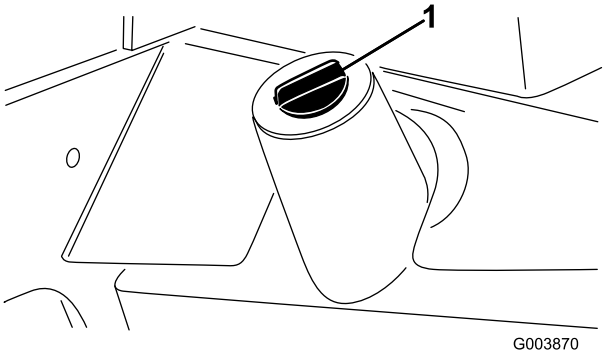

Figur 28
2. Rengør området omkring påfyldningshalsen og hydrauliktankens dæksel (Figur 28).